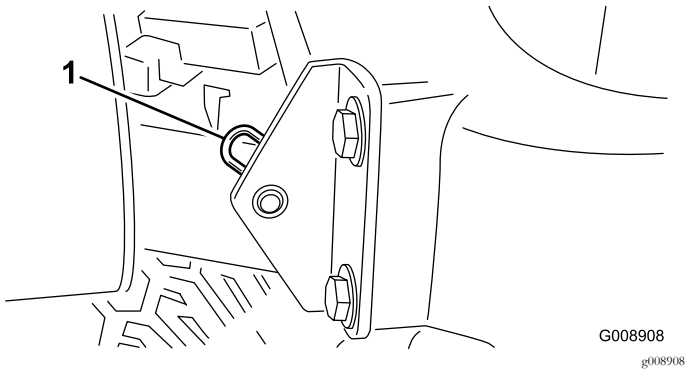

Figur 49
2. Fjern låseclipsen, der fastgør motorhjelmens drejetap til monteringskonsollerne (Figur 49).